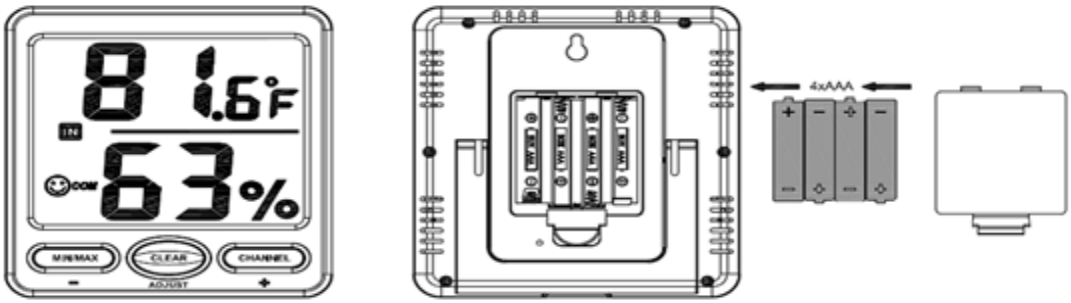

Figure 1
1. Remove the battery door on the back of the display, as shown in Figure 1. Insert four AAA (alkaline or lithium, avoid rechargeable) batteries in the back of the display console.